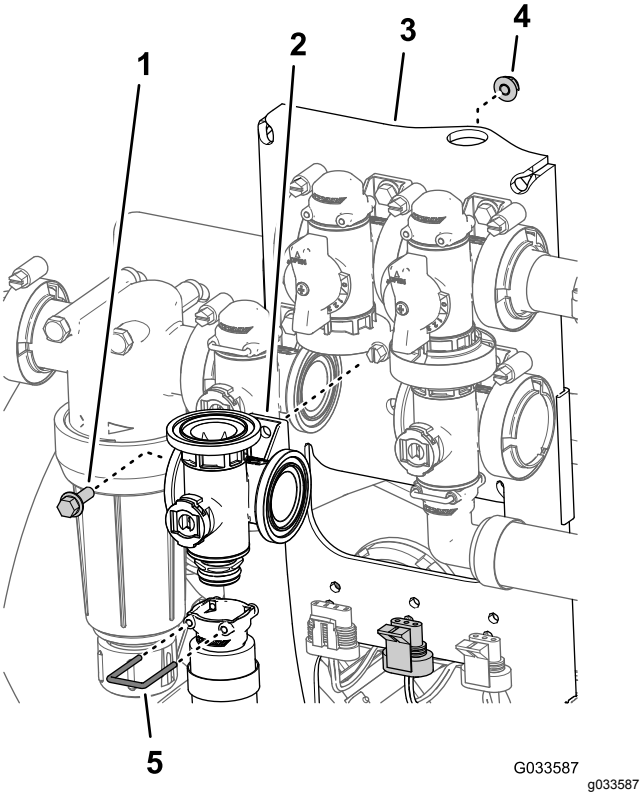

Figur 101
2. Fjern holderen som fester uttaksnippelen til manifoldkoblingen for risteventilen (Figur 101).
3. Fjern flenshodebolten (¼ x ¾ tomme) og flenslåsemutteren (¼ tomme) som fester risteventilen til ventilfestet, og fjern ventilmanifolden fra maskinen (Figur 101).